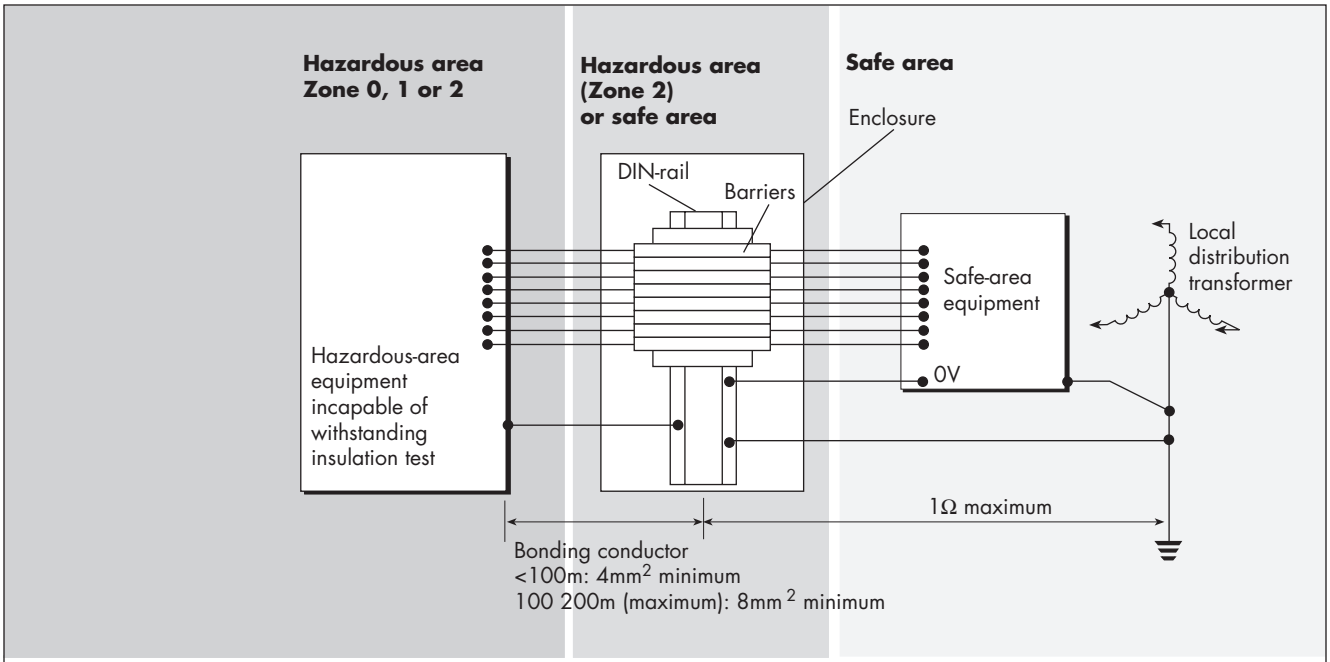

Figure 18: Bonding practice where hazardous-area equipment cannot meet required standards of insulation from earth
e) Figure 18 shows the 0V rail of the safe-area equipment returned to the barrier DIN-rail by a separate insulated conductor and the structural earths of any safe-area equipment returned separately to the neutral star-point. This reduces interference problems but is not essential for safety reasons.